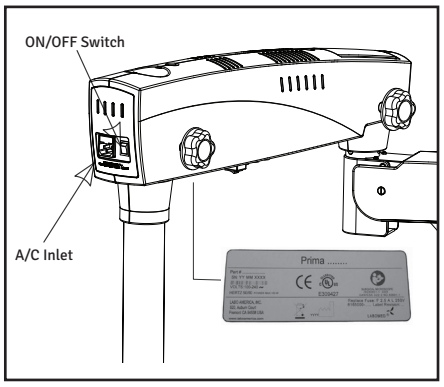

Fig 9
A. Locate the fuse at the AC inlet (see Fig. 9).
For fuse replacement, refer to the label shown in Fig. 9.